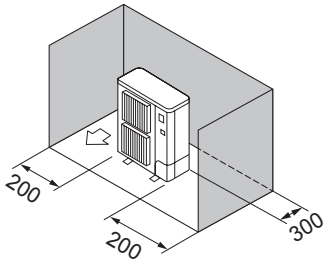

Fig. 2-9
③ Obstacles uniquement à l'arrière et sur les côtés (Fig. 2-9)